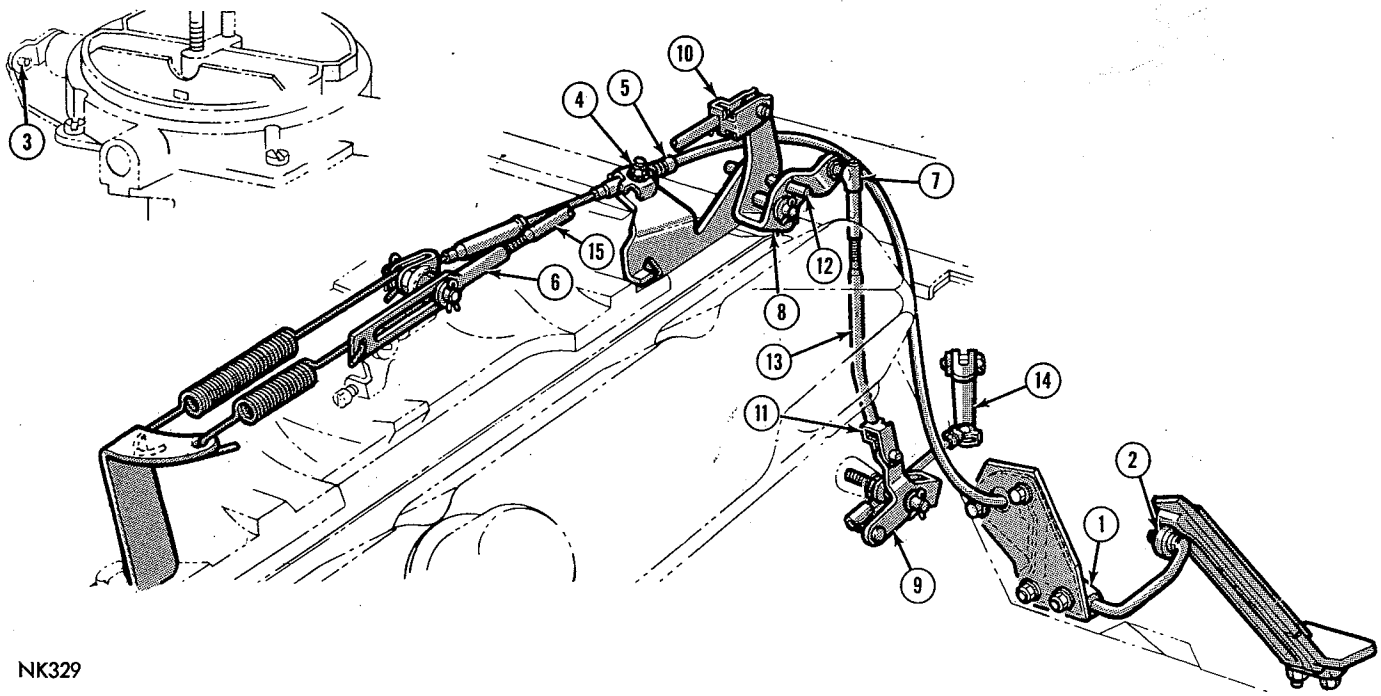

*Fig. 1—Throttle Linkage Adjustment (Belvedere with 318, 361, 383 or 426 Cu. In. Engine. Fury with 318, 383, or 426 Cu. In. Engine)*
***Automatic Transmission (Fig. 1)***
(1) Apply a thin film of multi-purpose grease on both ends of accelerator shaft [1] where it turns in the bracket, nylon roller [2] where it contacts the pedal, pivot points of both upper [8] and lower [9] transmission linkage bellcranks, also the clipped ends of transmission linkage rod bearing areas [10] [11].
### *Manual Transmission (Fig. 1) (Belvedere with 318-361-383 or 426 Cu. In. Eng.) (Fury with 318-383 or 426 Cu. In. Eng.)*